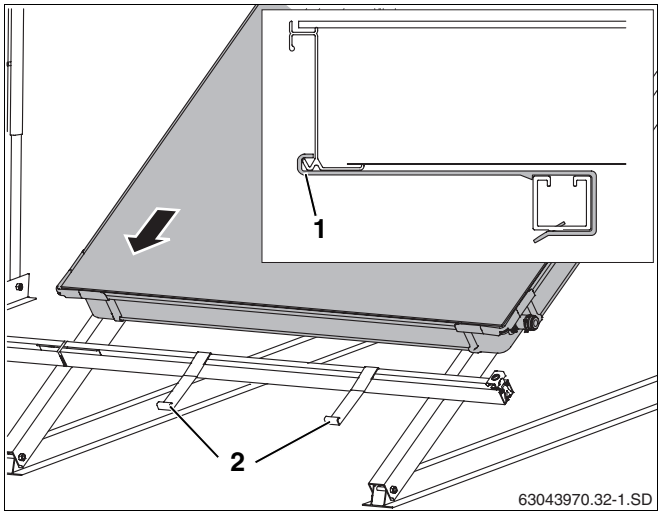

Afb. 46 Eerste collector op de profielrails plaatsen
- Leg de eerste collector op de profielrails en laat hem in de beveiligingen tegen afglijden (afb. 46, **pos. 2**) glijden (afb. 46).
De onderzijde van de collector moet in de opening van de beveiliging tegen afglijden liggen (afb. 46, **pos. 1**).